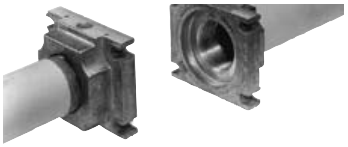

Fig. 7
1. montar la brida en la tubería. Utilizar juntas para gas adecuadas (Fig. 7);